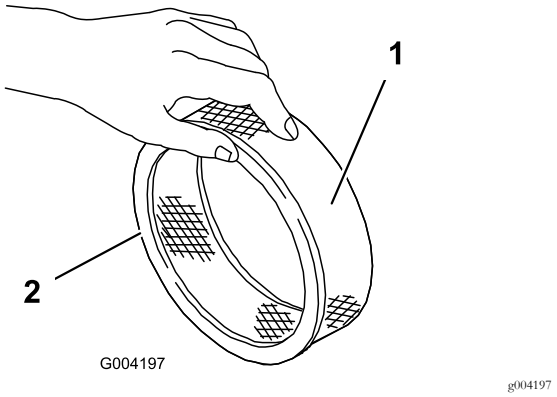

Figur 45
5. Inspektera pappersinsatsen och kontrollera om det finns några sprickor, en oljebeläggning eller skador på gummitätningen (Figur 45).
1. Skjut försiktigt dit skumförfiltret på pappersfiltret (Figur 45).